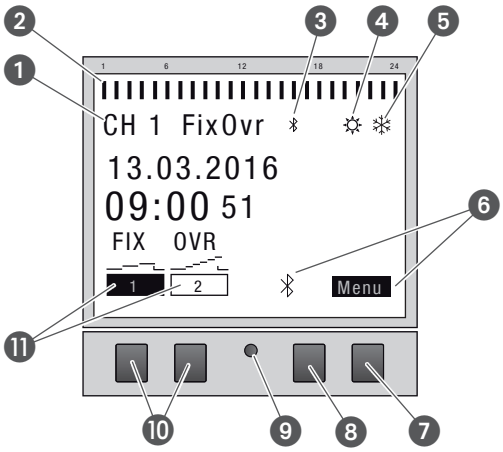

Fig. 2: Structure de l'écran
Affichage des fonctions des deux touches droites (Fig. 2/❼ + ❽)
Affichage des fonctions des deux touches gauches (Fig. 2/⑩)
La structure des menus s'affiche à l'écran une fois la touche Menu actionnée (Fig. 2/❼).